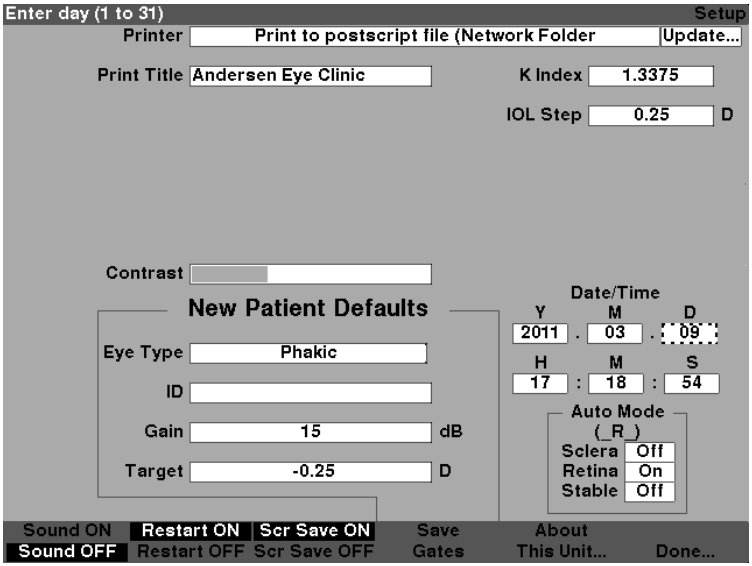

Figure 5-65 Adjusting the Day
3. With the Day field active, rotate the knob until you reach the appropriate day number or enter the number with the keyboard as shown in figure 5-65.